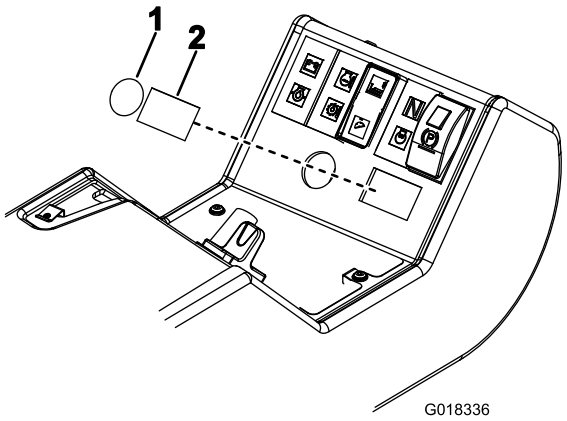

Figura 17
8. No painel de controlo, retire o tampão vazio redondo e o tampão vazio rectangular junto dele (Figura 17).